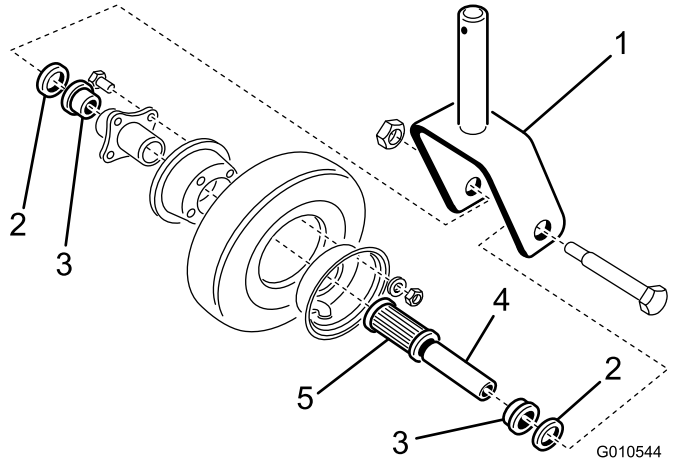

Figur 19
2. Tip hjulet sidelæns, og lad nøglebøsningen (Figur 19) falde ud.
3. Fjern den ene lejeholder fra hjulnavet, og lad lejet falde ud. Fjern lejeholderen fra den modsatte side af hjulnavet (Figur 19).